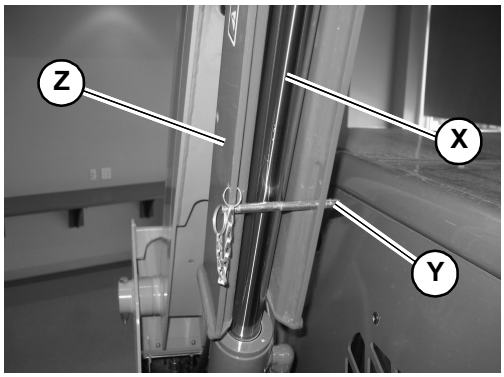

Fig. 59 – Lift Arm Support Retaining Pin
c. Insert the retaining pin (Y, Fig. 59) through the lift arm support (Z) so it passes under the lift arm cylinder rod (X).